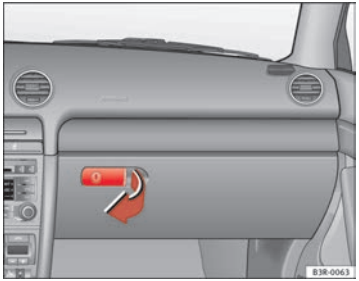

Fig. 128 Glove compartment
– Pull the handle on the lid in the direction indicated (arrow) ⇒ fig. 128 and open the lid.
– Open the glove compartment ⇒ page 151, fig. 128.